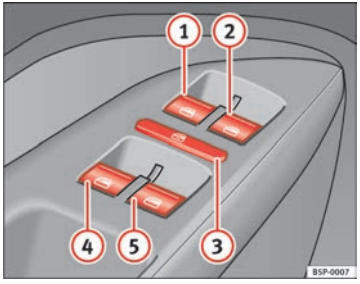

Fig. 69 Detail of driver door: controls for the front and rear windows
The buttons ⇒ page 108, fig. 69 (1) and (2) have two levels for opening the window and two for closing it. This makes it easier to open and close windows to the desired position.